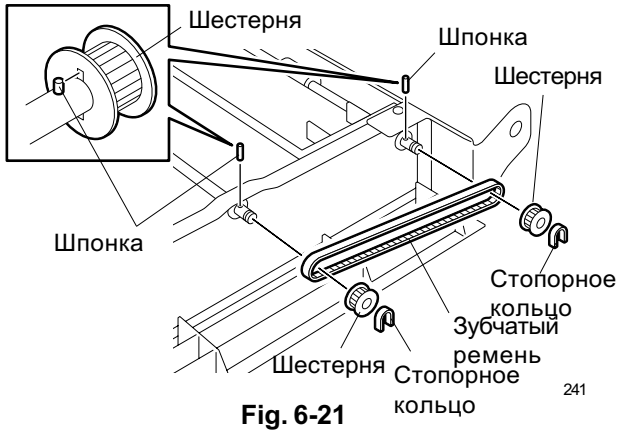

Fig. 6-21
7. Снимите зубчатый ремень. (см. Fig. 6-21)